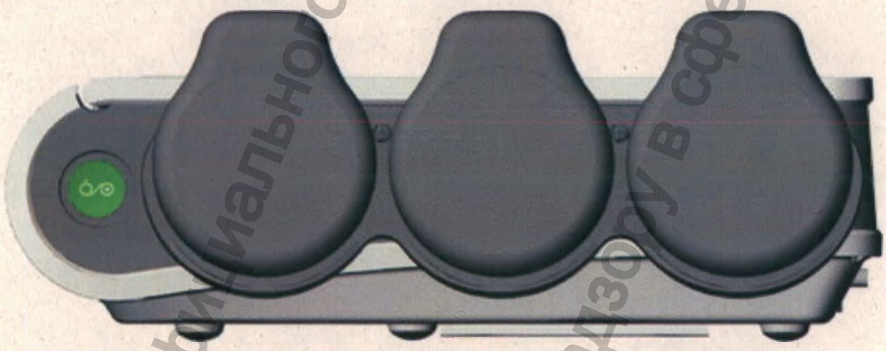

Рисунок 4 Правая панель (беспроводная модель F15 Air)
1. Устанавливайте беспроводные датчики в соответствии с рис. 4, иначе зарядка выполняться не будет.